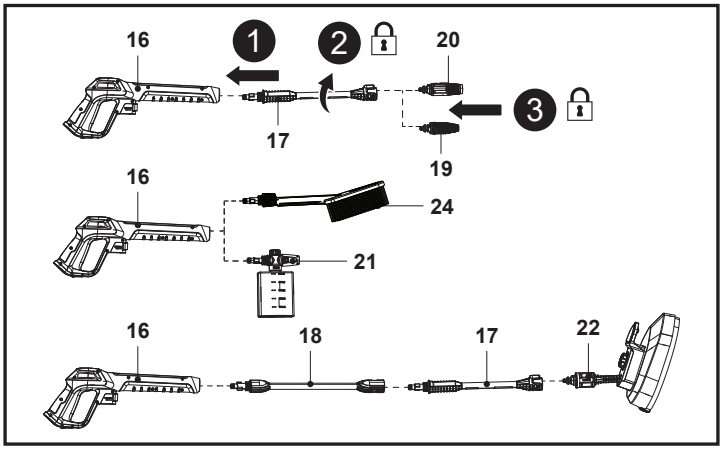

Fig. 5
1. Alinhe e insira a lança de extensão (17) na ranhura da pistola de pulverização (16) (Fig. 5, passo 1).
2. Empurre e rode a lança de extensão (17) para a direita para a pistola de pulverização (16) até que fique bem apertada à mão para a bloquear no devido lugar (Fig. 5, passo 2).
3. Alinhe as duas patilhas do bocal com as ranhuras da lança de extensão (17) e, em seguida, introduza o bocal turbo (19) ou o bocal variável (20) até à extremidade (Fig. 5, passo 3).
4. Alinhe as duas patilhas do recipiente de detergente (21) ou da escova de lavagem (24) com a pistola de pulverização (16) e, em seguida, empurre e rode o bocal do recipiente de detergente (21) ou da escova de lavagem (24) para a direita para a pistola de pulverização (16) até ficar bem apertado à mão para o fixar na posição correta.
5. Pode montar a escova para pátio (22) na lança de extensão (17) e, em seguida, montar a combinação diretamente na pistola de pulverização (16) ou através do cabo extensor (18).